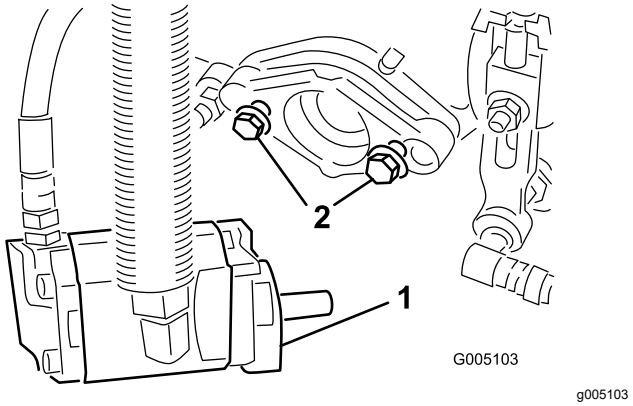

Figure 9
6. Veillez à laisser dépasser environ 13 mm de filetage sur chaque boulon de fixation de moteur d'entraînement de cylindre (Figure 9).
9. Resserrez les boulons de montage (Figure 9).